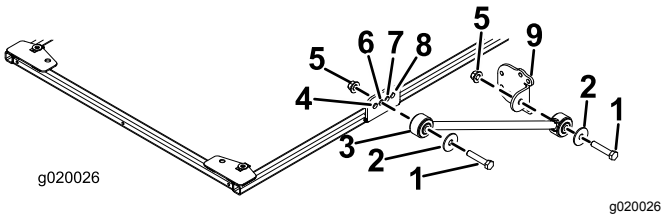

Figura 14
7. En cada lado del bastidor del toldo, monte provisionalmente un tirante en el segundo taladro del soporte del tirante con un perno (½" x 2½"), una arandela (½") y una tuerca con arandela prensada (½"), según se muestra en Figura 14.
8. Sujete provisionalmente un soporte de tirante a cada tirante con un perno (½" x 2½"), una arandela (½") y una tuerca con arandela prensada (½"), según se muestra en Figura 14.